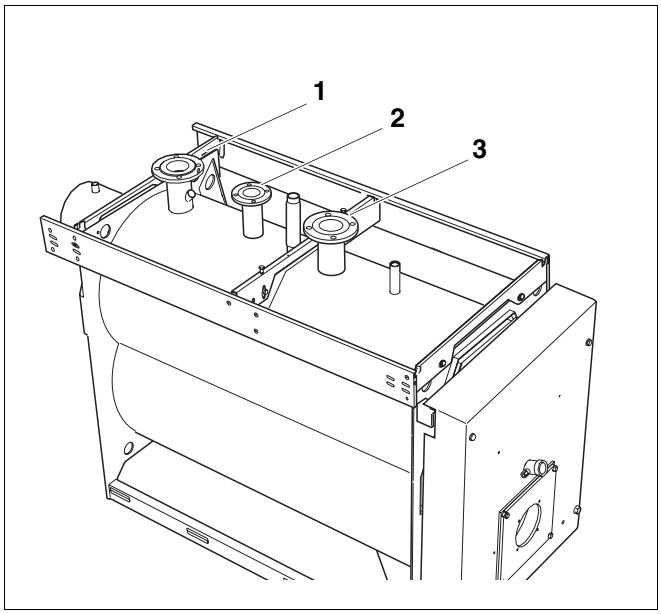

Рис. 20 Отопительный котел Logano S735
- Подсоединить обратную линию системы отопления к месту ее подключения на отопительном котле (рис. 20, **поз. 3**).